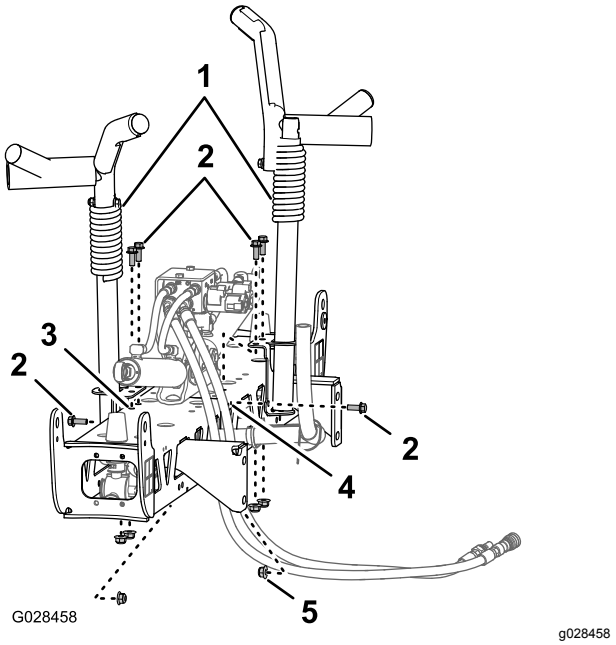
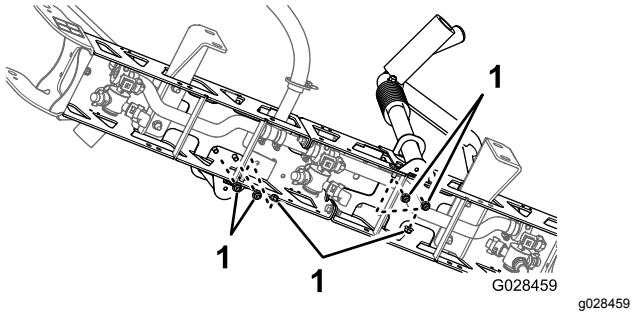

Figur 27
Figur 28
2. Rikta in transporthållarna för sprutramper med centersprutrampssektionen (Figur 27).
3. Fäst de två hållarna på sprutrampssektionen (Figur 27 och Figur 28) med sex skruvar (⅜ x 1 tum) och sex flänslåsmuttrar (⅜ tum).